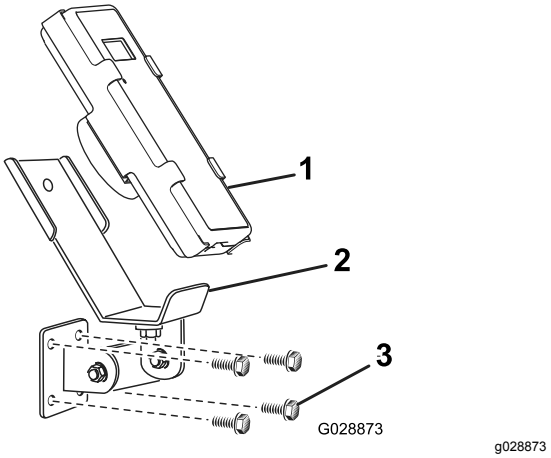
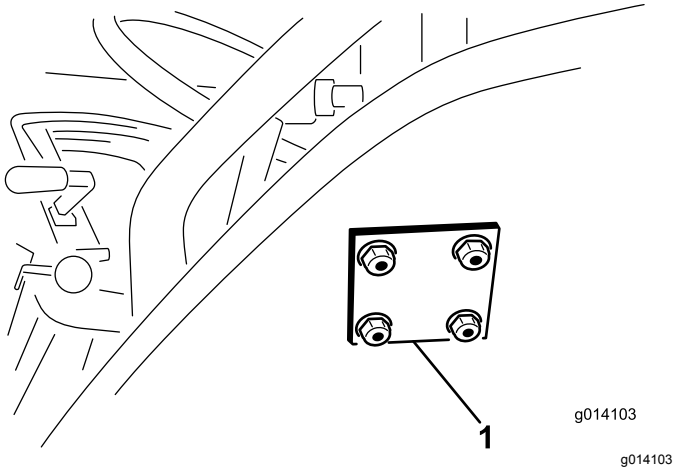

Rysunek 10
Rysunek 11
3. Przymocuj uchwyt montażowy i płytę wsporczą za pomocą 4 śrub kołnierzowych (5/16 x 1½ cala) i nakrętek zabezpieczających kołnierzowych (Rysunek 10 i Rysunek 11).